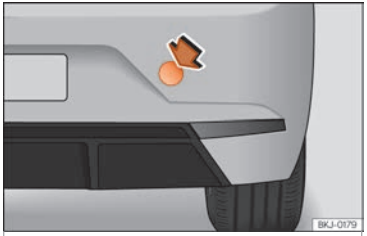

Fig. 47 On the right side of the rear bumper: remove the cover.
The housing of the screw towing eye is on the right side of the rear bumper behind a lid ››› Fig. 47.
- Press the top right hand side of the cover ››› Fig. 47 to unclip it.